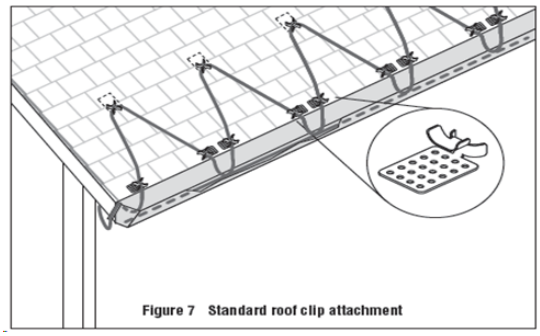
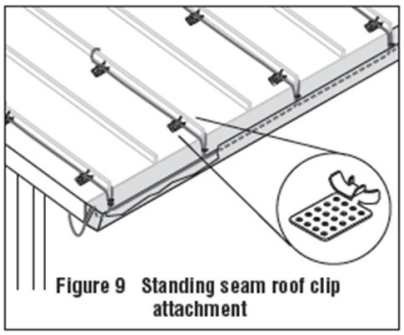

Figure 7 Standard roof clip attachment
Figure 9 Standing seam roof clip attachment
- Use DRCK roof clips to route heating cable into and out of the gutter in such a way as to prevent abrasion to the cable. Protect all cable that protrudes past the lower opening of the downspout. Roof clips may be attached to a shake or shingle roof with nails or screws as shown in Figure 7. Roof clips may be attached to a metal roof using screw, nail or adhesive as shown in Figure 9. Reseal the nail or screw holes if necessary, before installing heating cable in the clips.